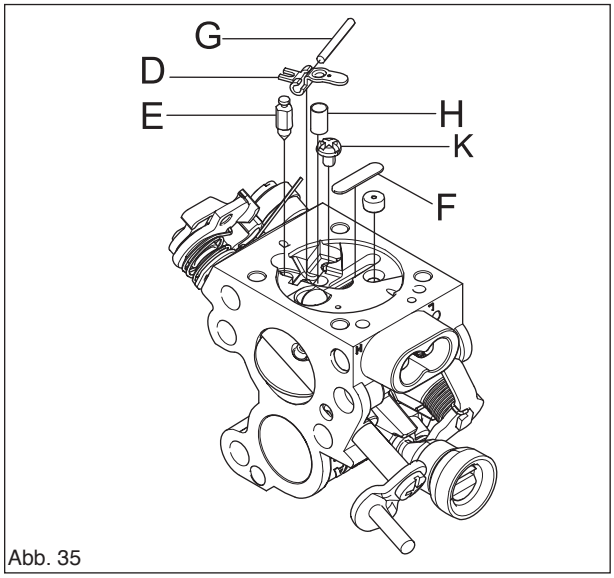

Abb. 35
5. Nadelventil (L) mit Hebel (M), Welle (N) und Feder (P) montieren und Schraube (K) anziehen. Dehnungsdichtung (F) montieren (siehe Abbildung 35).